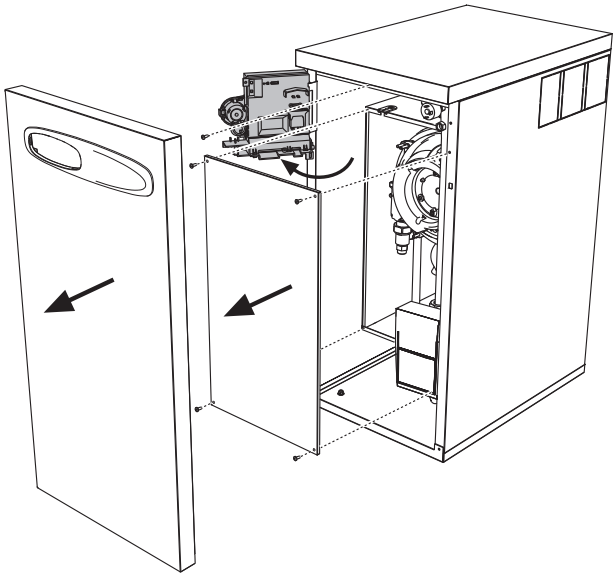

рис. 22
2. Снять переднюю панель и панель герметичной камеры (см. рис. 22).
3. Ослабить винт и повернуть панель управления (см. рис. 22).